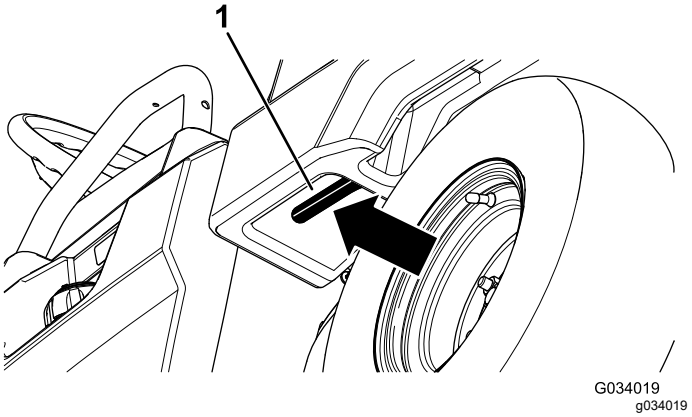

Figura 11
1. Puxe a alavanca para a esquerda, dentro da caixa de carga, para si e eleve a caixa de carga (Figura 11).
1. Levante ligeiramente a caixa de carga levantando a alavanca de bloqueio (Figura 11).